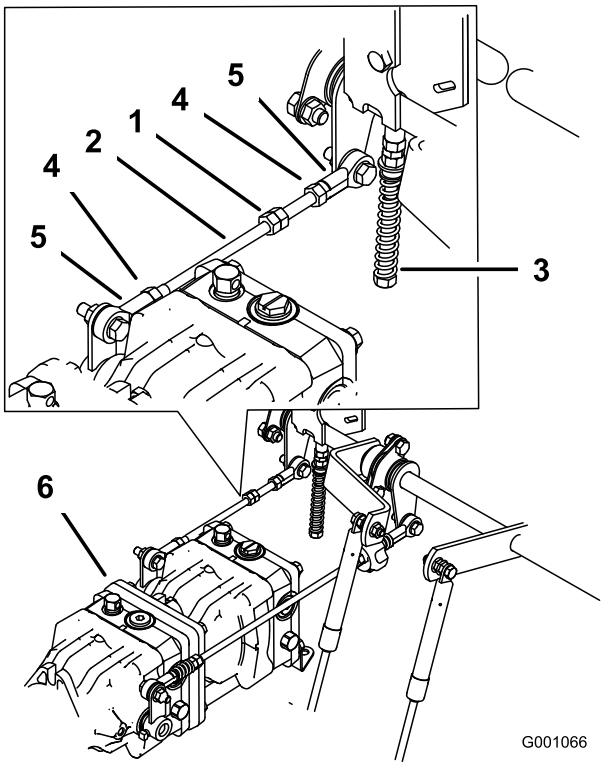

**Figuur 82**
1. Draai de borgmoeren op de kogelverbinding op de bedieningsstang van de pomp los (Figuur 82).
3. U stelt de lengte van de pompstang af door de dubbele moeren op de stang in de juiste richting te draaien, totdat de het wiel stil staat of iets achteruit kruipt (Figuur 82).
6. Draai de borgmoeren op de kogelverbindingen vast (Figuur 82).